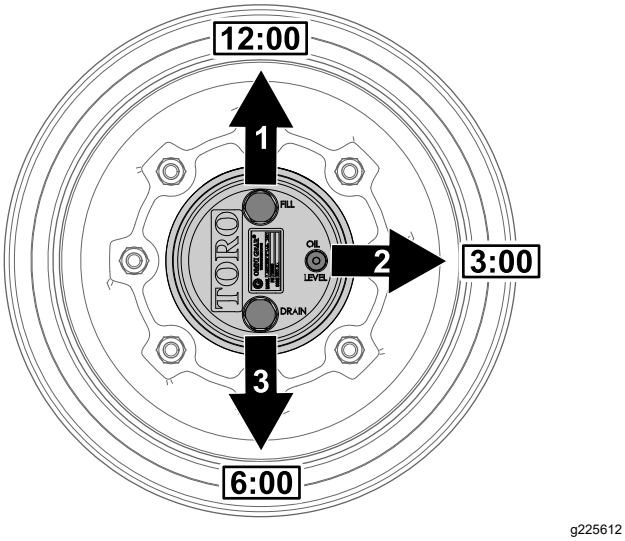

Figur 98
1. Parker maskinen på en plan overflade, og placer hjulet, så den ene påfyldningsprop står i klokken 12-positionen, kontrolproppen står i klokken 3-positionen og aftapningsproppen står i klokken 6-positionen (Figur 98).
2. Fjern kontrolproppen i kl. 3-positionen (Figur 98).
1. Parker maskinen på en plan overflade, og placer hjulet, så den ene påfyldningsprop står i klokken 12-positionen, kontrolproppen står i klokken 3-positionen og aftapningsproppen står i klokken 6-positionen. Se Figur 98 i Kontrol af planetdrevets smøremiddel (side 67).